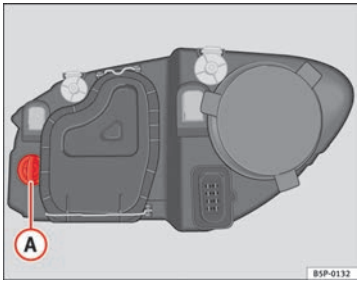

Fig. 182 Turn signal bulb
– Turn bulb holder ⇒ Fig. 182 Ⓐ to the left and pull.